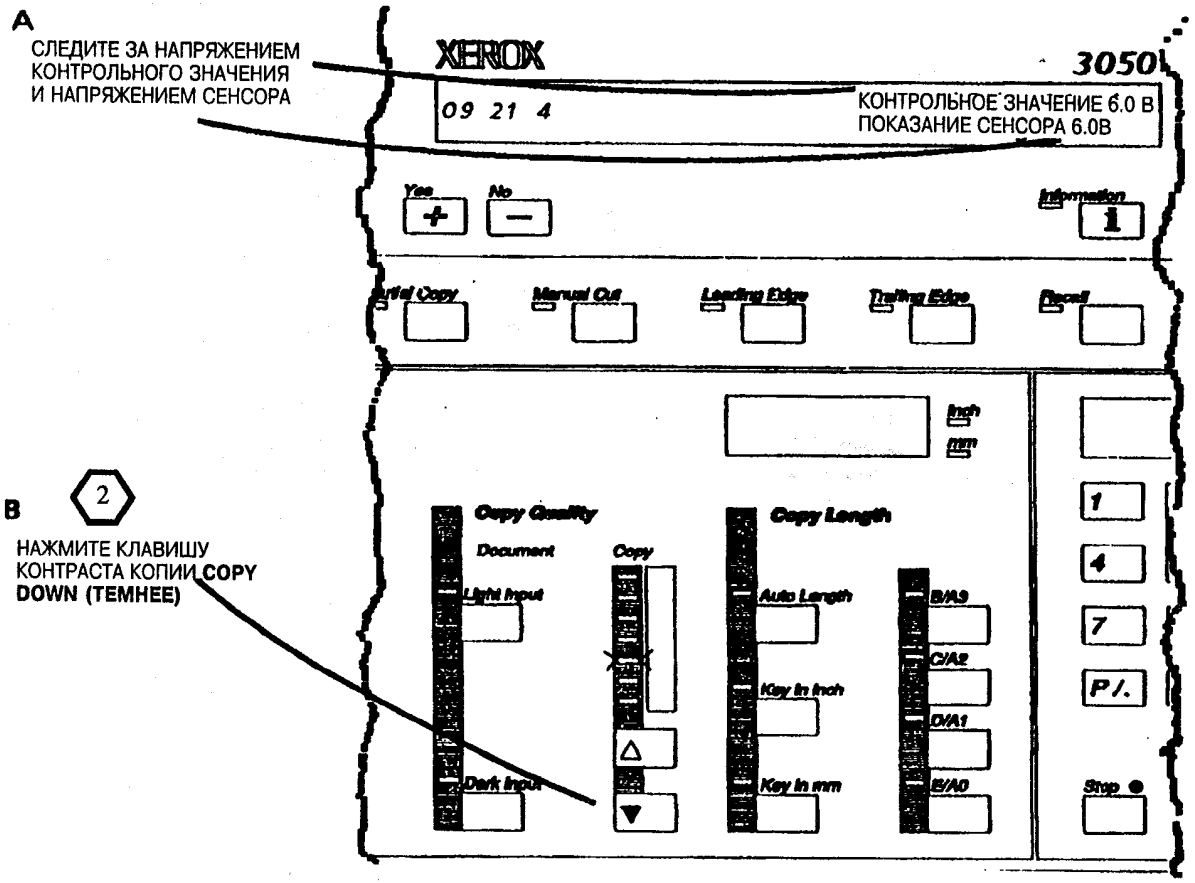

Рис. 1. Увеличите плотность изображения
3. (Рис. 1.): Увеличите плотность изображения.